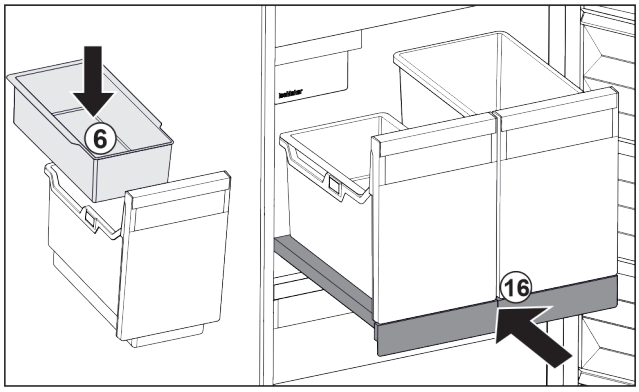

*Fig. 125*
▶ Vsaďte závěsnou misku *Fig. 125 (6)* pro kostky ledu.
▶ Zasuňte vysouvací přihrádku s nádobou (IceTower). *Fig. 125 (16)*